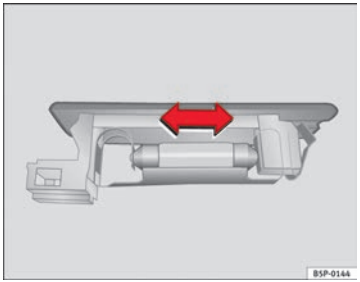

Fig. 198 Luce bagagliaio
– Premere lateralmente la lampada ed estrarla dall'alloggio ⇒ fig. 198. ■